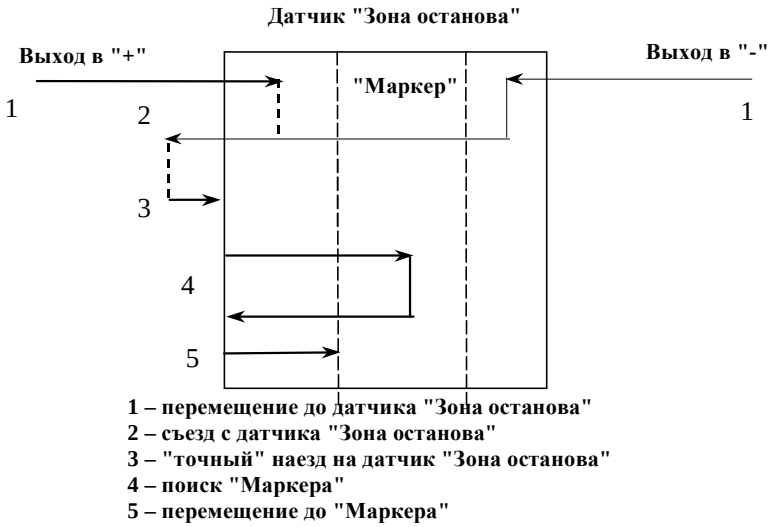

Рис. 9.2
9.5. Алгоритм выхода в "0" (табл. 9.1, рис. 9.2)